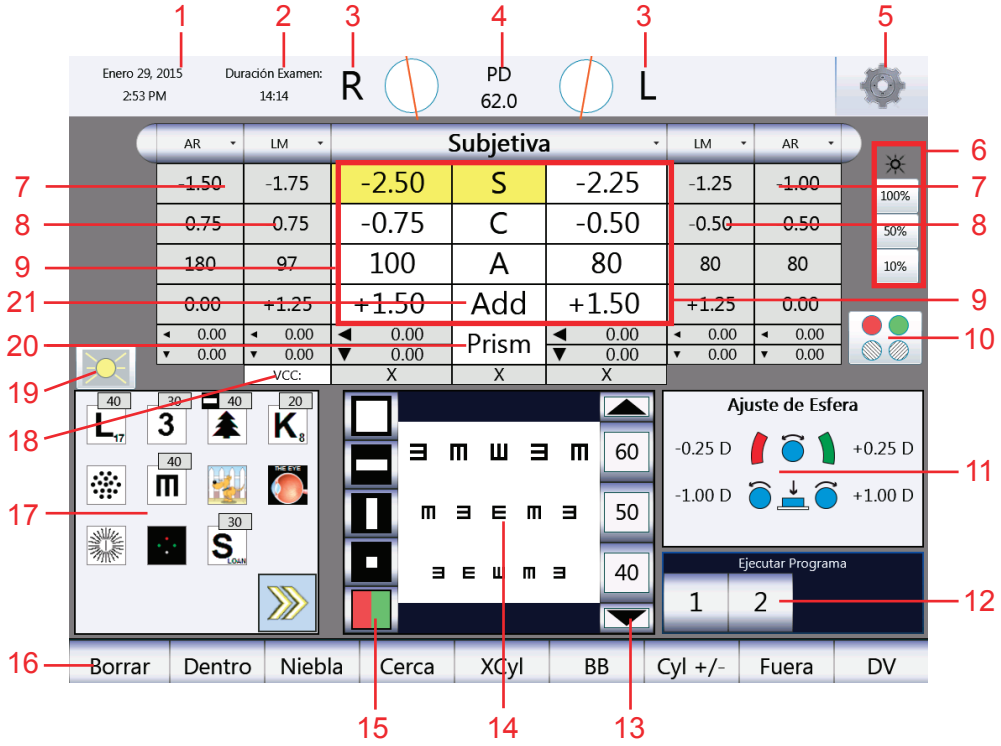

Figura IS-22, Pantalla de visualización
1. Seleccione los **Filtros de lentes ROJO/VERDE/POLARIZADO**, en el extremo derecho de la pantalla (exactamente abajo de los íconos de ajuste de la iluminación), para acceder a las lentes y los filtros auxiliares. (Mire la Figura IS-22, N.º 10).